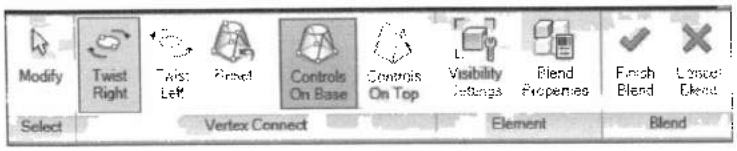
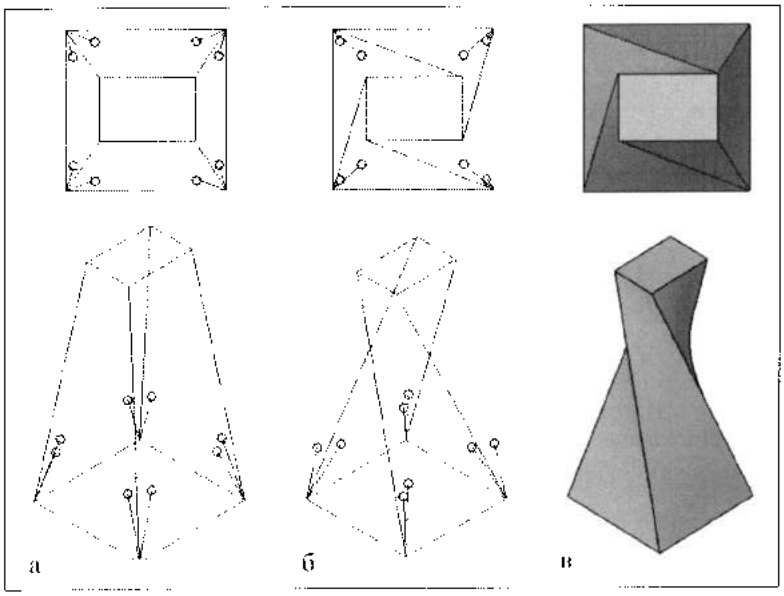

Рис. 11.20. *Лента редактирования соединений вершин*
Рис. 11.22. *Скручивание элемента перехода*
выбрать в разделе **Mode** команду **Vertex Connect** (Соединение вершин). Произойдет переключение на ленту **Edit Vertex** (рис. 11.20), а на элементе перехода появятся элементы управления в форме синих кружков.
- Для поворота какого-либо основания выбрать на ленте в разделе **Vertex Connect** (см. рис. 11.20) кнопкой **Controls on Base/Top** нижнее/верхнее основание формы, если концевые точки боковых ребер на нем будут оставаться неподвижными в процессе скручивания. Затем выберите команду **Twist Right** или **Twist Left** для скручивания формы перехода. В результате концевые точки боковых ребер, которые были определены как подвижные, и занимали положение, как показано на рис. 11.22,а, циклически сдвинутся по контуру соответствующего основания по часовой стрелке или против часовой стрелки (рис. 11.22,б).
8. Для завершения редактирования нажать на ленте в разделе **Blend** кнопку **Finish Blend**, а затем на ленте **Modify Blend** в разделе **In-Place Editor** кнопку **Finish Model** (рис. 11.22,в).